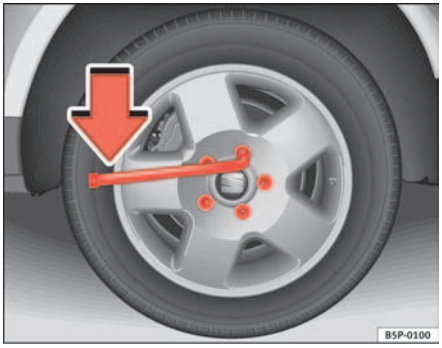

Fig. 166 Changing the wheel: Loosening the wheel bolts
– Grasp the box spanner by the end turn it about one full turn to the **left** ⇒ fig. 166.